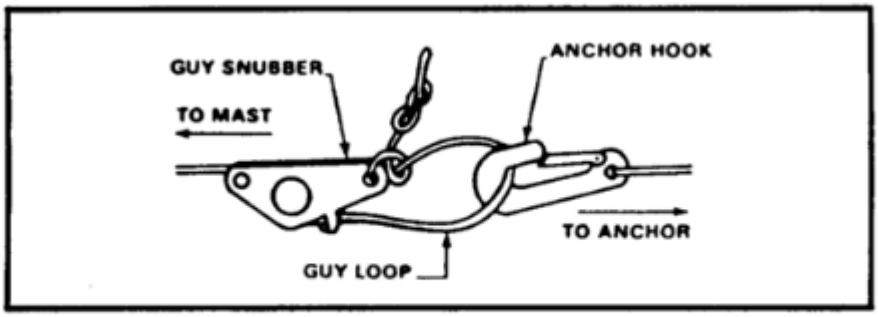

Figure 3-6. Attaching guy loops to ground anchor.
b. Extend the guy assemblies to the side and back anchor hooks and attach the guy loops (Figure 3-6).
d. Extend the upper guy assemblies to the side and back anchor hooks and attach the guy loops (Figure 3-6).
(1) Connect the free guys to the remaining guy stake assembly (Figure 3-6) and tighten the guys.
(2) Adjust all the guy ropes evenly. Check for vertical position by comparing the mast with a building, pole, or other vertical object.